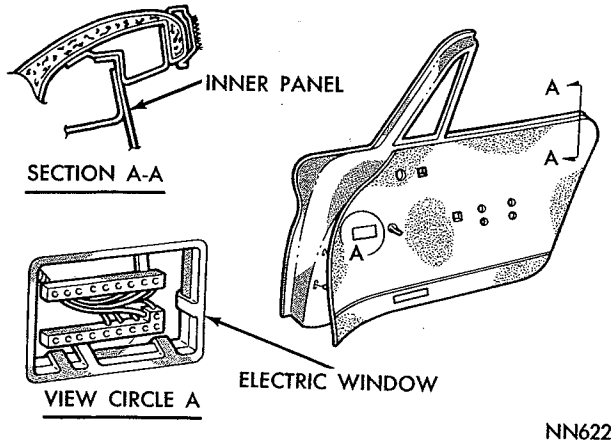

*Fig. 38—Front Door Trim Panel—Fury*
(1) Remove inside handles and arm rests.
(2) Remove screws attaching trim panel to door inner panel (Figs. 38 and 39).
(3) Insert a wide blade screw driver between trim